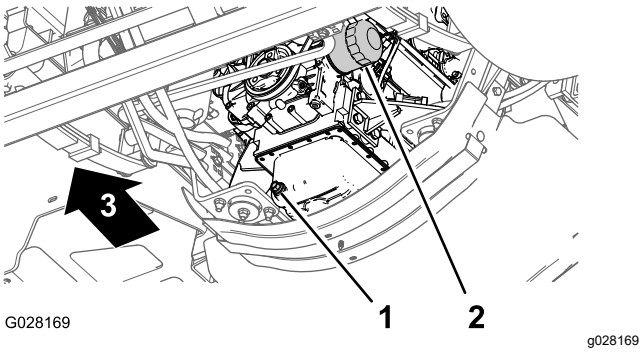

Figura 79
3. Coloque un recipiente de drenaje debajo del filtro de aceite del motor (Figura 79).
4. Retire el filtro de aceite usado (Figura 79).
8. Instale el filtro de aceite en el adaptador de filtro, gire el filtro de aceite en sentido horario hasta que la junta de goma entre en contacto con el adaptador del filtro, luego apriete el filtro media vuelta más (Figura 79).
1. Coloque un recipiente debajo del tapón de vaciado (Figura 79).
2. Retire el tapón de vaciado (Figura 79) y deje que el aceite se drene completamente.